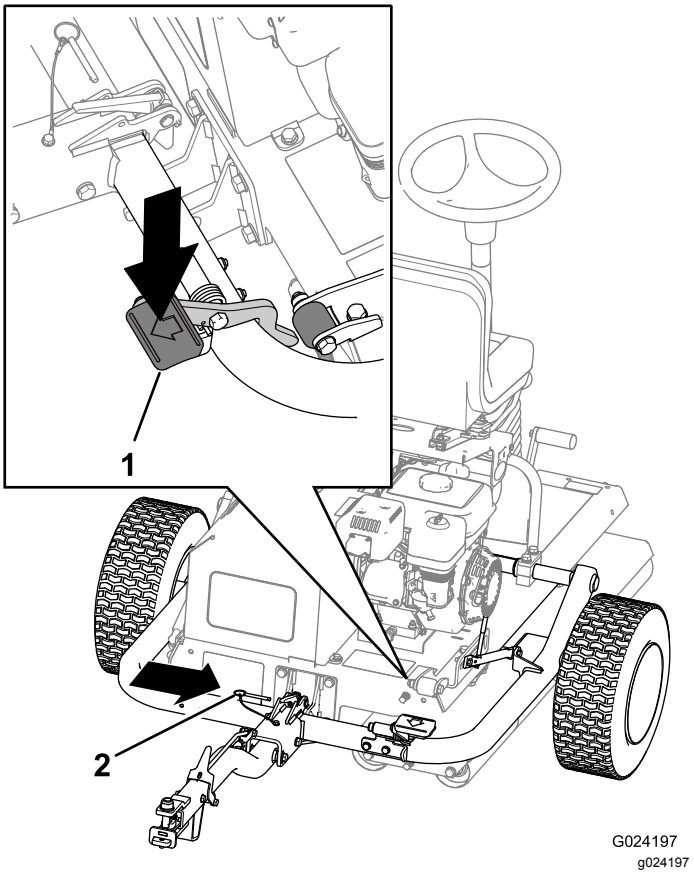

Figur 27
C. Trampa på dragkrokens pedal tills dragkroken låses på plats (Figur 27).
D. Sätt i låspinnen (Figur 27).